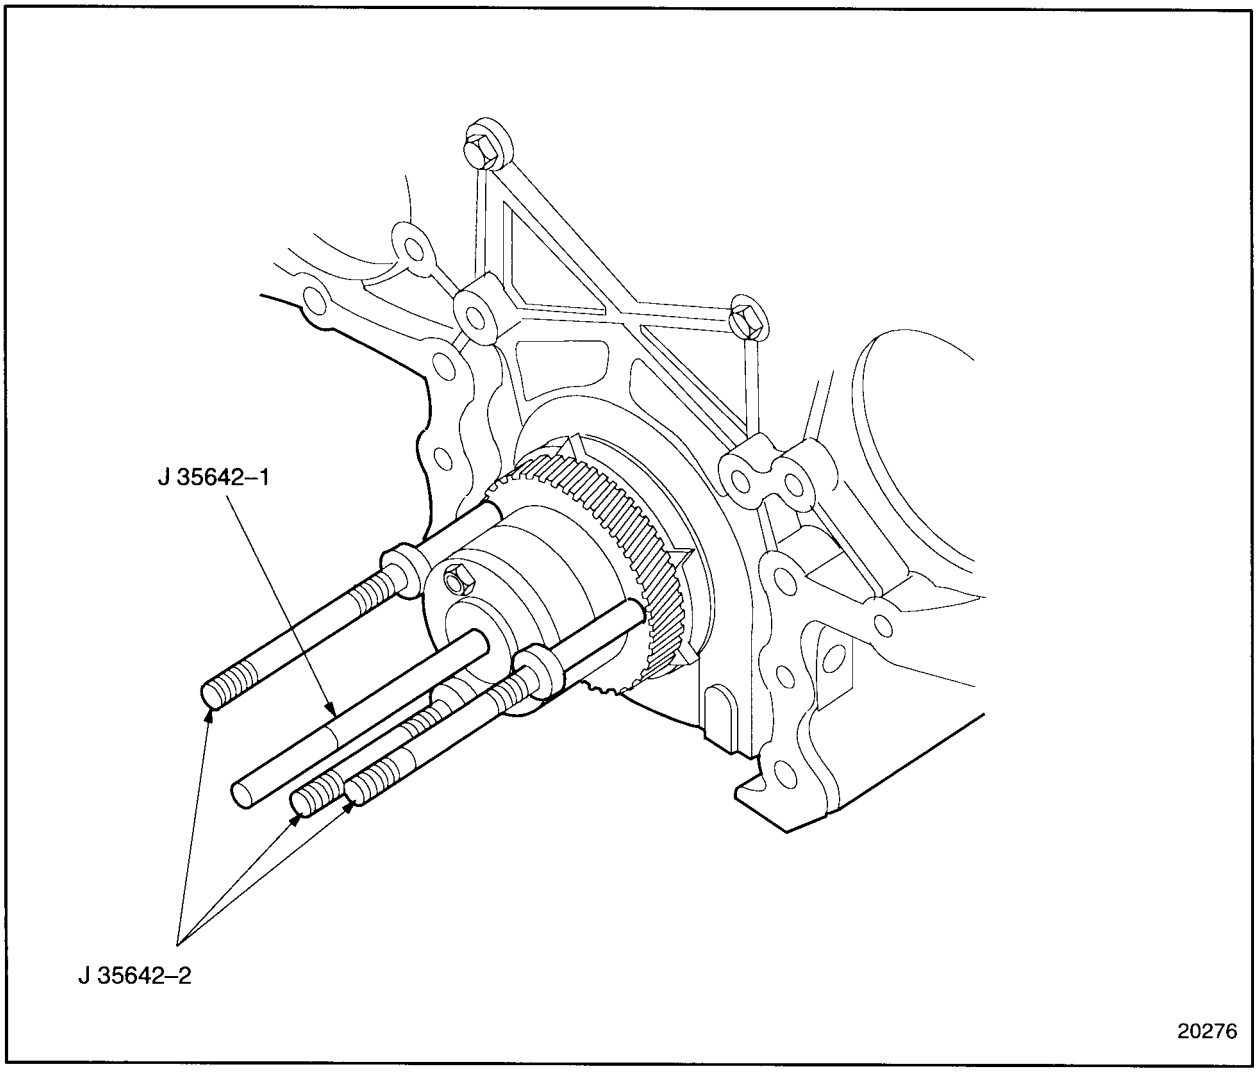

Figure 1-449 Puller and Leg Installation
6. Install the three guide studs, J 35642-2 part of J 35642 to the threaded holes in the crankshaft timing gear. Tighten the three legs, but do not torque. See Figure 1-449.